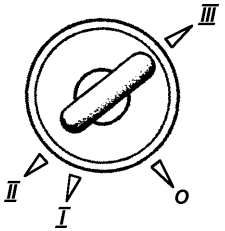

Рис. 3.4. Положение ключа в выключателе зажигания (наименование позиций см. в тексте)
36 -выключатель зажигания (УАЗ-315143, УАЗ-315148 - выключатель пуска двигателя) (рис. 3.4). Выключатель замка зажигания закреплен на рулевой колонке болтами с отрывной головкой для предотвращения демонтажа замка зажигания с противоугонным устройством обычными ключами. На заводе головки болтов не отрываются с целью сохранения возможности снятия замка с рулевой колонки в предпродажный период. Потребитель должен сам принять решение о необходимости отрыва головок болтов.
После включения зажигания (см. рис. 3.4) контрольная лампа I (см. рис. 3.1) включения иммобилайзера загорается на 1,5 секунды в тестовом режиме. Затем, до пуска двигателя сигнализатор индицирует состояние противоугонной системы:
-включите зажигание одним из зарегистрированных ключей, повернув его в положение I (см. рис. 3.4) выключателя зажигания;
-в течение 10 секунд после включения выключите зажигание, повернув ключ в положение 0 (см. рис. 3.4);